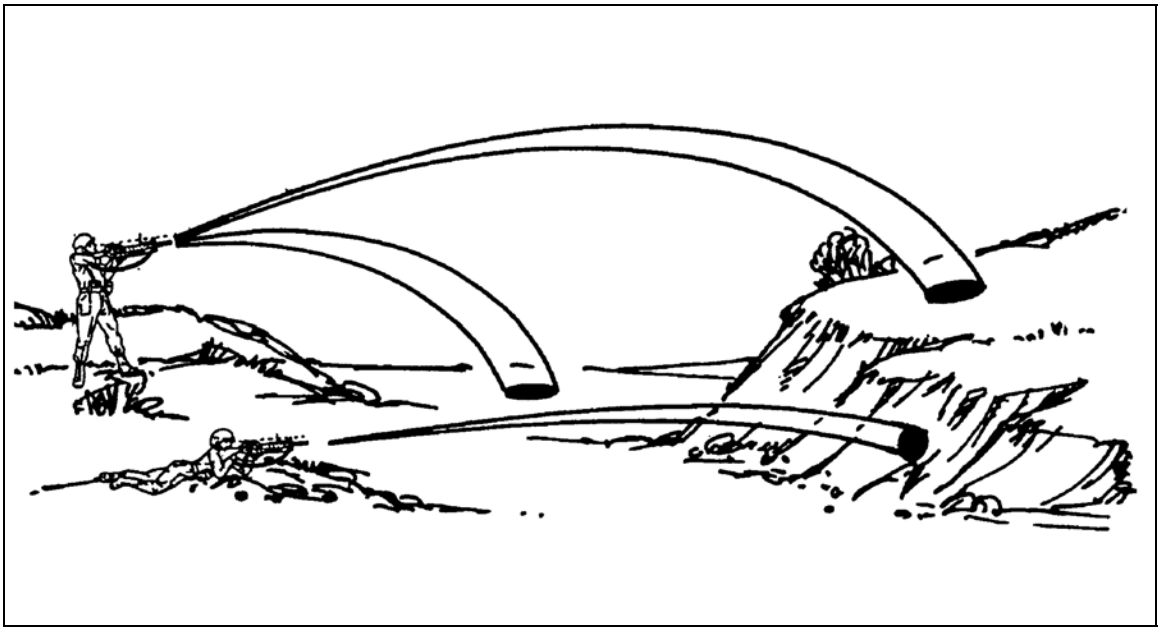

Figure 6-1. Plunging fire.
a. **With Respect to the Ground**. For the M203 grenade launcher, this class of fire refers only to plunging fire. Plunging fire occurs when firing at long ranges, from high ground to low ground, into abruptly rising ground, or across uneven terrain, resulting in a loss of grazing fire at any point along the trajectory. For example, 40-mm grenades fired from the top of a hill follow an arcing trajectory and land in the valley. Figure 6-1 on page 6-2 shows an example of plunging fire.